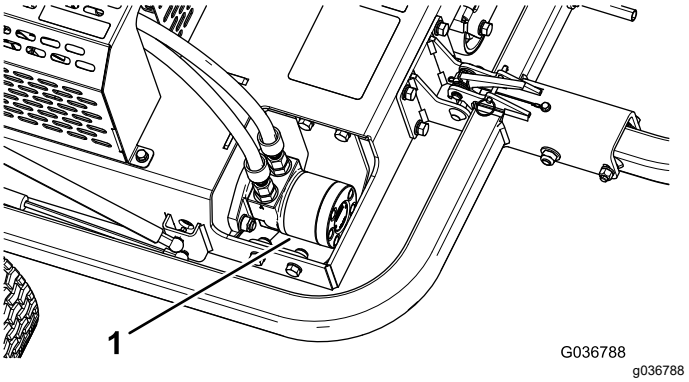

Figuur 40
3. Verwijder vuil en stof uit de omgeving van de hydraulische motor (Figuur 40).